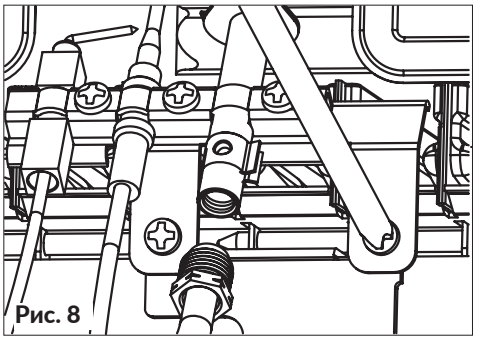

Рис. 8
- открутить винты крепления запальной горелки (рис. 8);